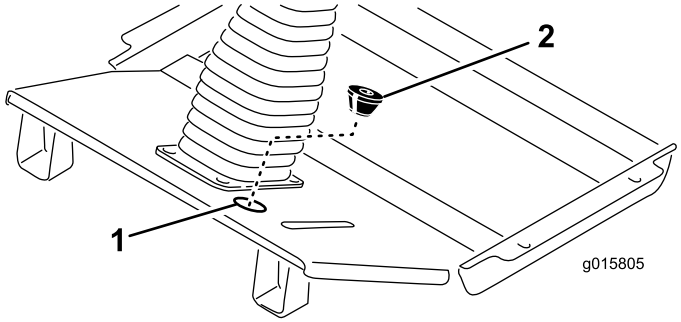

Bild 11
- Stecken Sie den restlichen Kabelbaum durch das Blendenloch in der Bodenplatte (Bild 11).
- Schneiden Sie einen Schlitz in die mitgelieferte Scheibe und schneiden Sie die untere Öffnung aus (Bild 11). Das konische Ende der Scheibe sollte nach unten zeigen; wickeln Sie sie um den Kabelbaum stecken sie in das Blendenloch in der Bodenplatte.